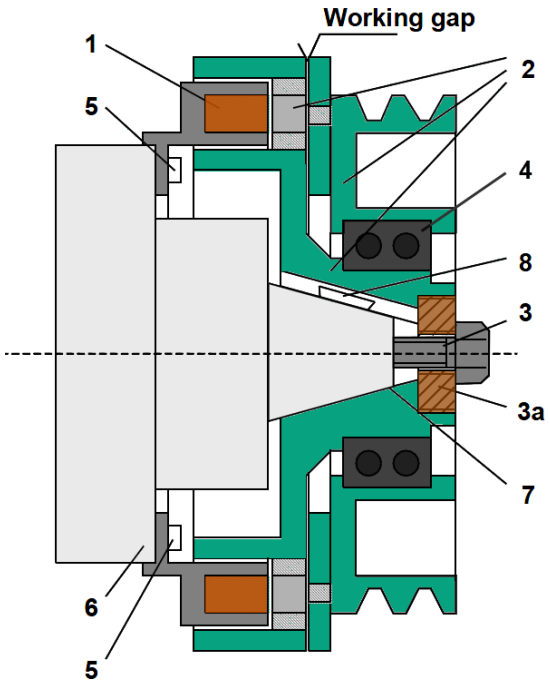

Figure 2: CLUTCH SECTION VIEW
2) While holding the hexagonal part of the rotor with a wrench, loosen and remove the M12 mounting screw (3, Figure 2).
3) Screw extractor tool #680888 in the straining washer (3a, Figure 2).
4) Pull off the rotor with the extractor tool. Due to the back pressure, the rotor detaches from the shaft end (7, Figure 2) of the compressor.
5) Loosen the coil M8 fastening screws (5, Figure 2) and pull the coil off the.